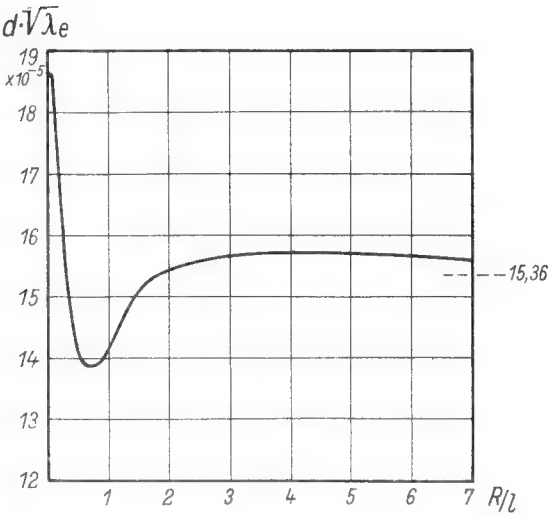
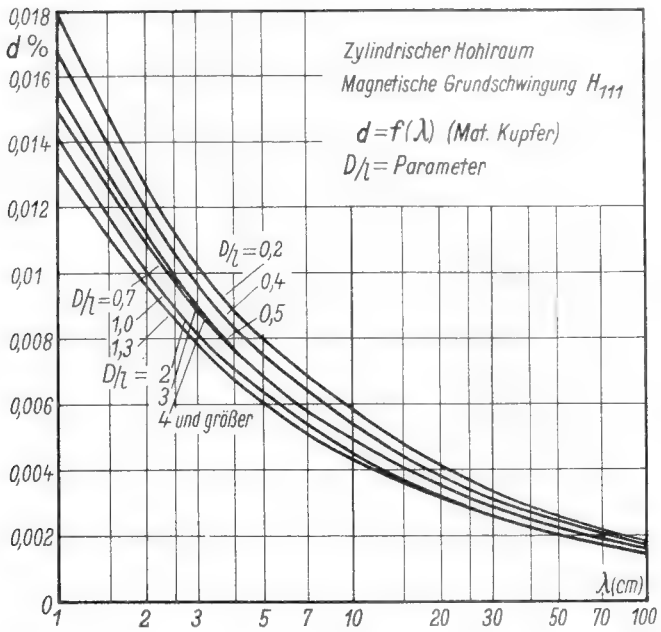

Bild 6. Diagramm zur Berechnung der Dämpfung für die H_{111}-Welle im zylindrischen Hohlraum
Bild 7. Diagramm zur Bestimmung der Dämpfung für die H_{111}-Welle im zylindrischen Hohlraum
2. Dämpfung (Bild 6 und Bild 7; Bild 7 siehe Blatt 2)